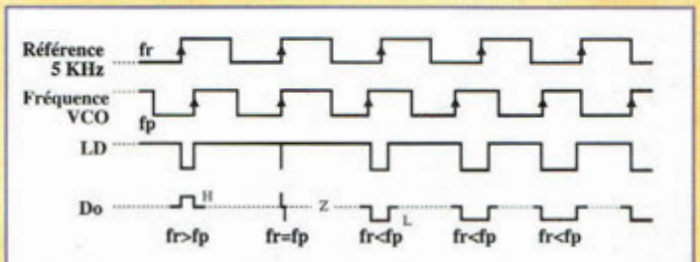

Fig.3 Reproduction des formes d'ondes présentes en entrée (FR,FP) et à la sortie (DO) du comparateur de phase.
Le PLL (Phase Lock Loop) soit la boucle à verrouillage de phase, est un circuit de rétroaction et de surveillance qui maintient constante la fréquence d'accord du récepteur. Le PLL est capable de comparer deux fréquences et génère en sortie un signal proportionnel à leur différence. Parmi les deux fréquences reliées au PLL, l'une est fixe et constitue la fréquence de référence (pas minimal) tandis que l'autre est le fruit de la division par un facteur variable de la fréquence de sortie de l'oscillateur local. La sortie du circuit PLL délivre un signal proportionnel à l'erreur que commet l'oscillateur local par rapport à la fréquence d'accord souhaitable. Les formes d'ondes présentes en entrée (FR, FP) et à la sortie (DO) du comparateur de phase sont visibles en fig.3.